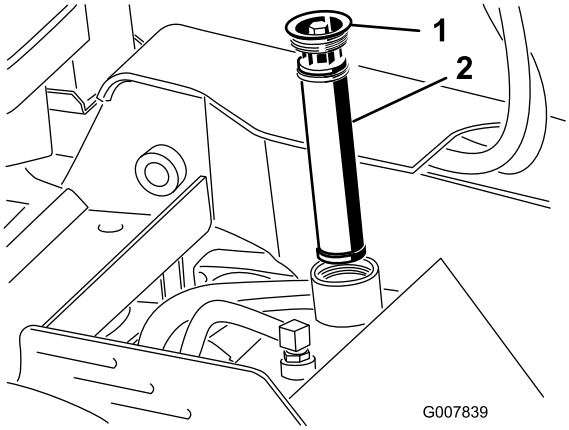

**Figur 58**
5. Ta bort och släng det gamla filtret (Figur 58).
6. Montera det nya hydraulfiltret och påfyllningslocket (Figur 58) och dra åt skruven ovanpå till 13–15,5 Nm.
6. Ta bort hydraultanklocket och filtret (Figur 58).
12. Montera hydraulfiltret och påfyllningslocket (Figur 58) och dra åt skruven ovanpå till 13–15,5 Nm.